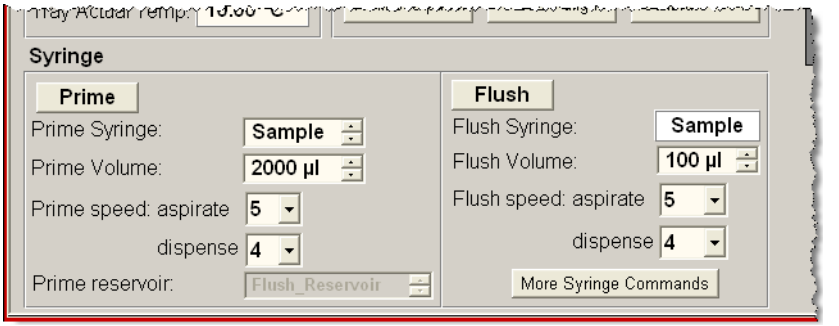

Figure B-47. Prime Commands on the Control Panel
1. Open the Chromeleon or Chromeleon Xpress Control panel (see Figure B-47).